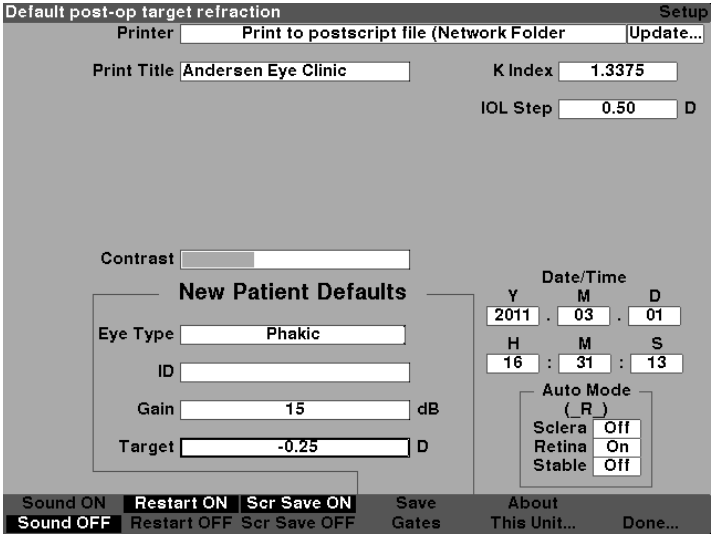

Figure 5-54 Target Adjusted
4. Press the knob or the √ button, to save the entered Default ID and to deactivate the field as shown in figure 5-54.